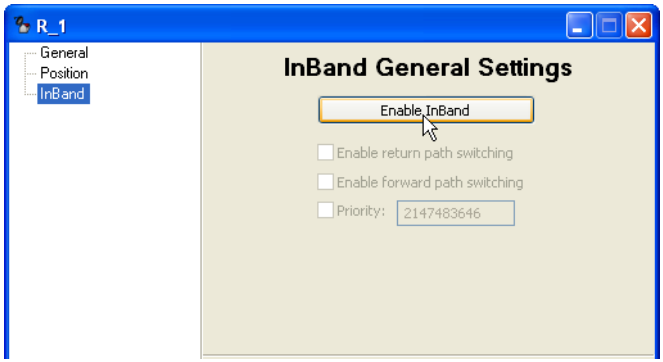

Figure 3-61 InBand General Settings dialog
1. Right-click on the site and open the site's Properties window, then select the **InBand General Settings** dialog (figure 3-61).